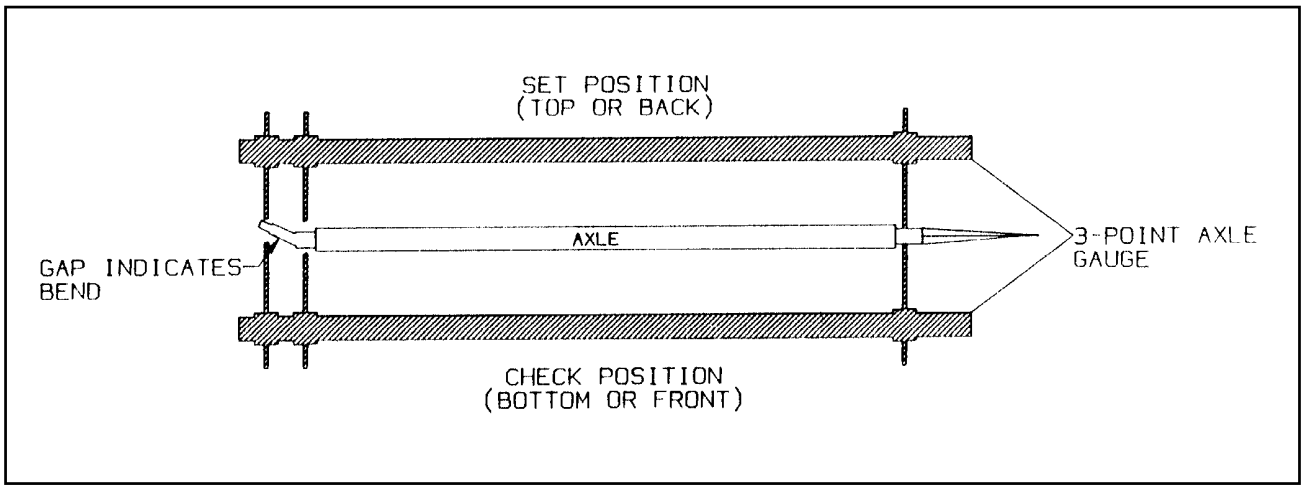

Figure 4-7 Checking Axle for Bend
b. Place a 3-point axle gauge against the front side of the axle, and adjust each axle gauge point to the axle. (Double point end against the inner and outer wheel bearing surfaces of the spindle being checked and the other point on the inner bearing surface on the other spindle **(See Figure 4-7).**
c. Move the axle gauge and place against the back side of the axle. If either of the points of double point end fails to touch the axle surface, a bent spindle is evident. A point gap of .015" or more is considered excessive tire “toe” and the axle must be replaced **(See Figure 4-7)**.